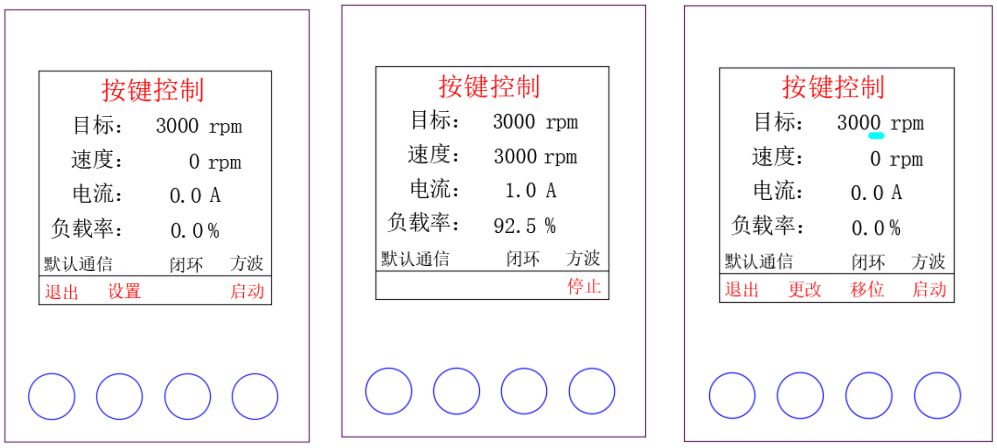

图 6.41 闭环控制各界面
- 按液晶屏上的操作指引可启动电机运行、停止电机运行、设置目标。如**图 6.41**。